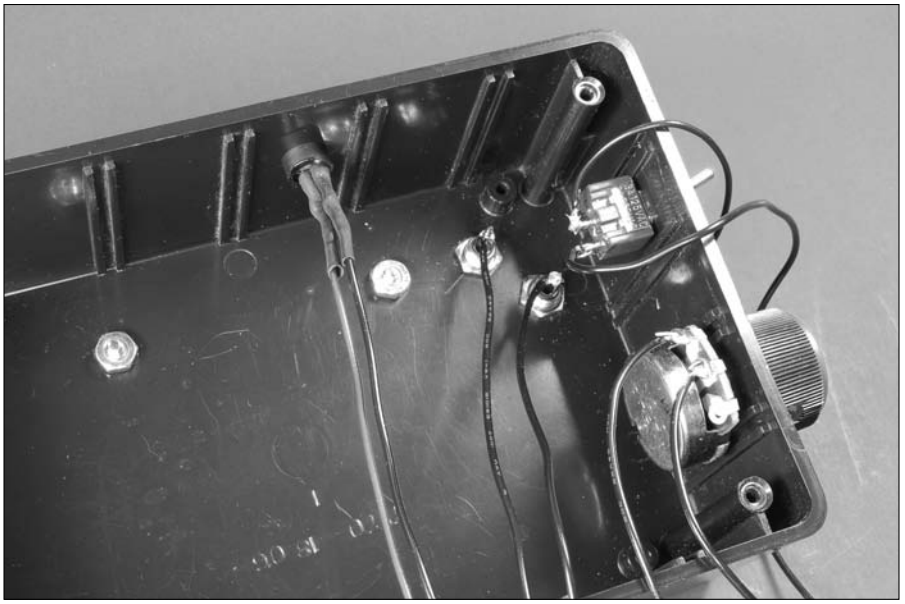

Figure 12-11: Wires soldered to the on/off switch, potentiometer, phone jacks, and LED.
8. **Solder the black wire from the battery pack to one lug of the on/off switch and solder an 8" black wire to the remaining lug of the on/off switch, as shown in Figure 12-11.**
9. **Solder an 8" wire to the center potentiometer lug and another 8" wire to the left potentiometer lug, as shown in Figure 12-11.**
10. **Solder a red 8" wire to the long lead of the LED and a black 8" wire to the short lead of the LED, as shown in Figure 12-11.**
12. **Solder an 8" wire to the lug on each of the phono jacks, as shown in Figure 12-11.**